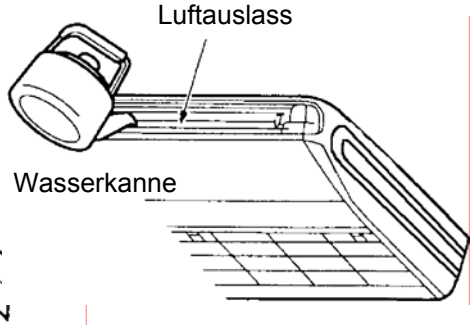

Abb. 5
- Gießen Sie 600 ml Wasser in die Ablaufwanne über den Luftauslass ein, um den Wasserablauf zu überprüfen (siehe Abb. 5).